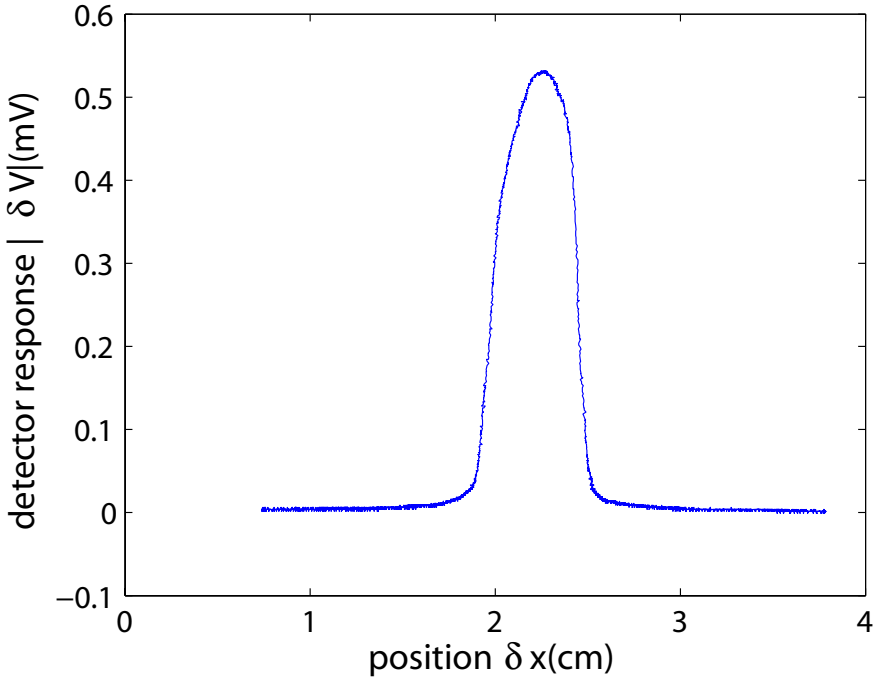

Figure 45: Graph of beam profile for a scan from x=1cm to x=4cm.
- **Scan of the laser beam profile**. The software should be set to "CH1 vs. CH0". Click the switch so that it is in "continuous" mode. Set the sweep rate to 0.01 sec, or 100 samples per second. Start at $x = 1cm$ and turn the handle counterclockwise at a slow rate (3sec/turn) so that the voltage change can fully respond to the filter connected on the photodiode's output. Start the measurement with the computer and slowly move the linear translator from x=1cm to x=4cm. Plot the beam profile in Excel by plotting the CH0 voltage on the x-axis and the CH1 voltage on the y-axis. Figure 45 shows what the graph should look like. Also, you can use this data set as your position to voltage conversion since your scan went from x=1cm to x=4cm. This portion will not be required in your report, however you may want save the data to file for voltage position conversion.